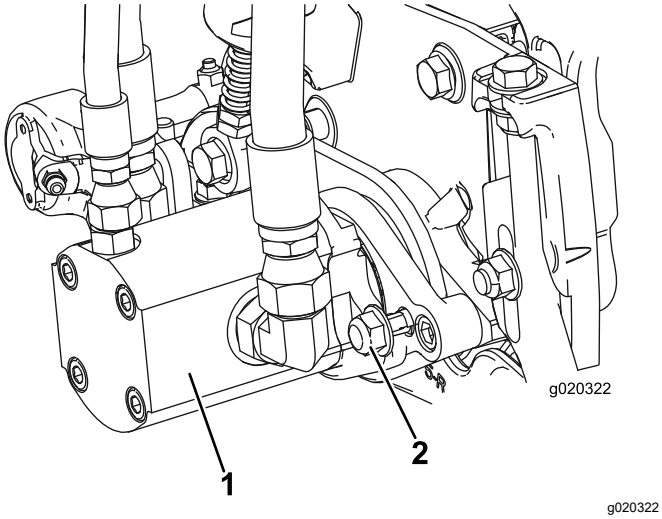

Figur 13
3. Monter motoren ved at dreje den med uret, således at motorflangerne går fri af låsemøtrikkerne (Figur 13).